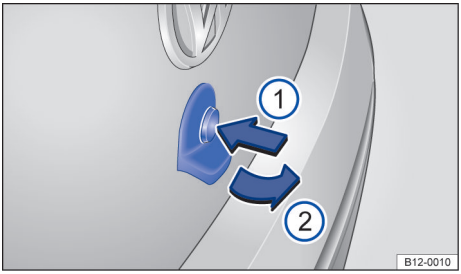

Fig. 56 Abrir a tampa traseira por fora.
– Pressionar o botão → Fig. 56 ① e levantar a tampa traseira pela alça ②.